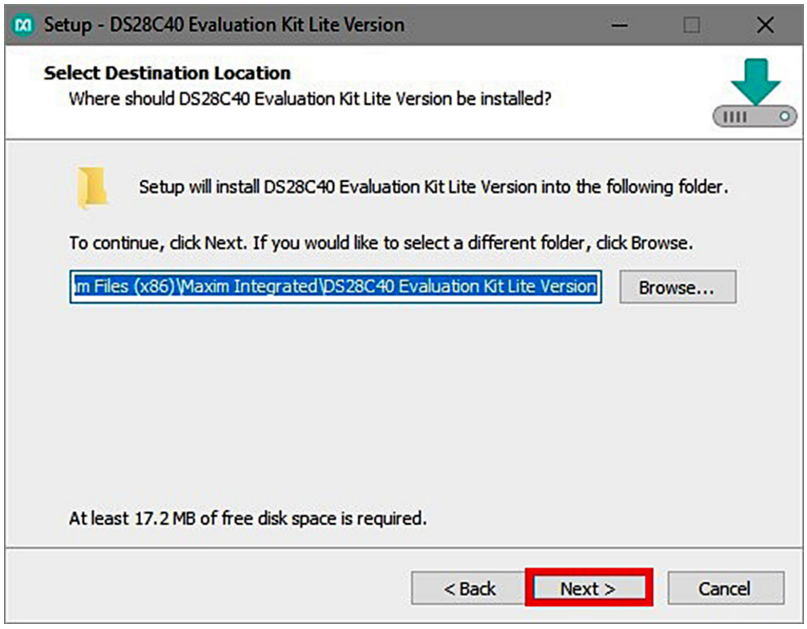

Figure 3. Install Folder Location
4) Click **Next** (Figure 3) to install to the default folder.